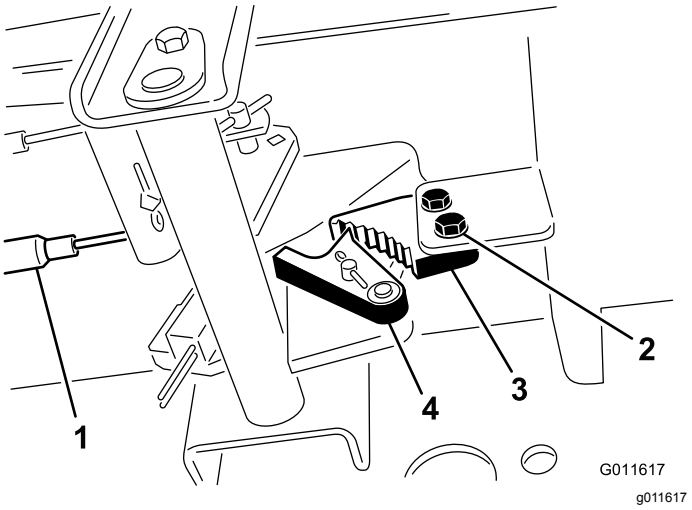

Figuur 70
1. Draai de 2 schroeven los waarmee de pal van de parkeerrem is bevestigd aan het frame (Figuur 70).
2. Trap het pedaal van het parkeerrem naar voren totdat de remvergrendeling de rempal geheel vastgrijpt (Figuur 70).